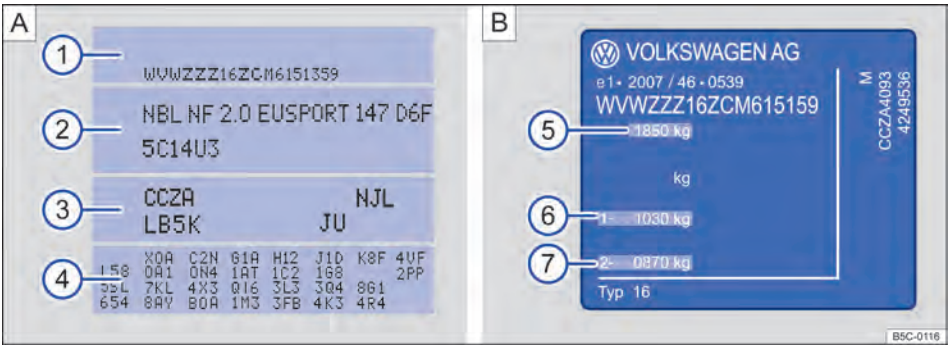

Fig. 18 A: etiqueta de dados do veículo: na figura de exemplo com o número de identificação do motor CCZA ③. B: plaqueta de identificação ▶
A etiqueta de dados do veículo ⇒Fig. 18 **A** está colada na região da cavidade para a roda sobressalente no compartimento de bagagem e contém os seguintes dados:
① Número de identificação do veículo (número do chassi)
② Modelo do veículo, potência do motor, transmissão
③ Códigos do motor e da transmissão, código da cor, acabamento interno. No exemplo, o código do motor é “CCZA” ⇒Fig. 18.
④ Equipamentos opcionais, números PR
A plaqueta de identificação ⇒Fig. 18 **B** está visível na coluna da porta após abertura da porta do condutor. Veículos para determinados países de exportação não possuem plaqueta de identificação